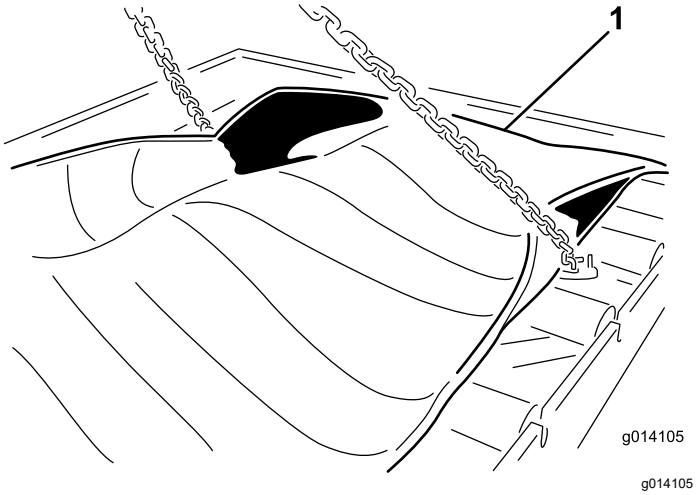

Rysunek 54
23. Wykręć 24 śruby, aby uwolnić wkład (Rysunek 54).